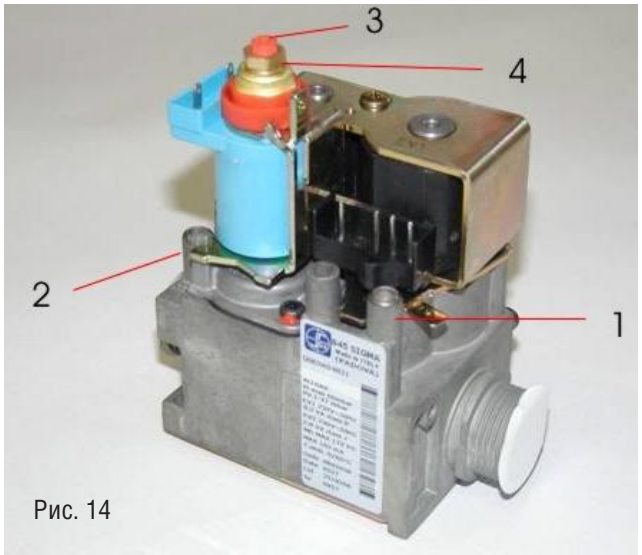

Рис. 14
- Снимите трубку U – образного манометра с патрубка «Замер давления газа на выходе» (рис.14), закрутите винт и проверьте герметичность (Не прилагайте значительных усилий к затяжке винта, т.к. это может повредить седло конусного уплотнителя);